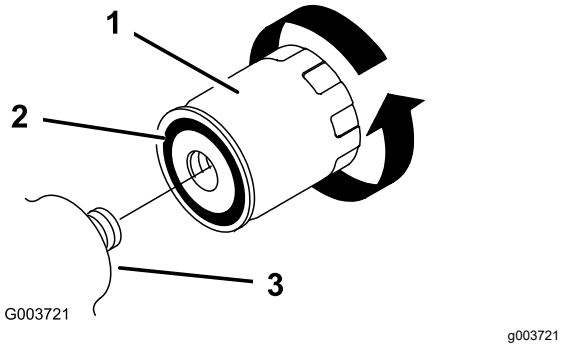

Figur 36
5. Fjern det gamle filter (Figur 36), og aftør filteradapterens overflade.
6. Påfør et tyndt lag hydraulikvæske på gummipakningen på det nye filter (Figur 36).
7. Monter det nye hydraulikfilter på filteradapteren (Figur 36). Stram det med uret, indtil gummipakningen berører filteradapteren. Spænd derefter filteret yderligere ½ omgang.